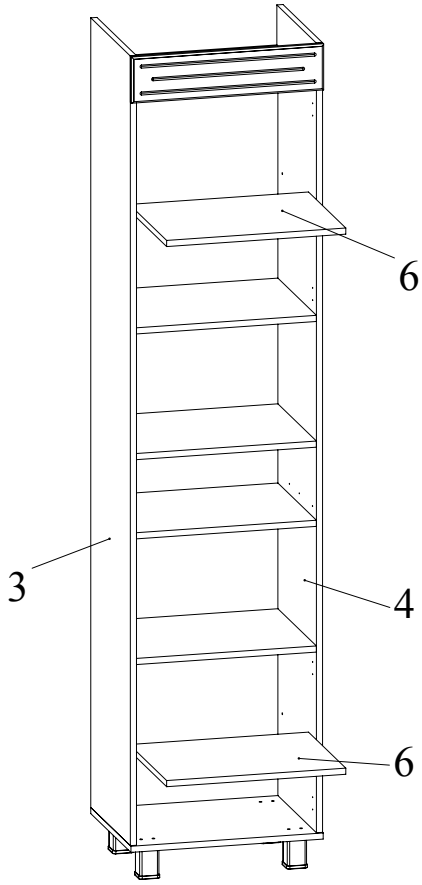

Рис.12
19. Установить на полкодержатели полки 6 (Рис. 12).